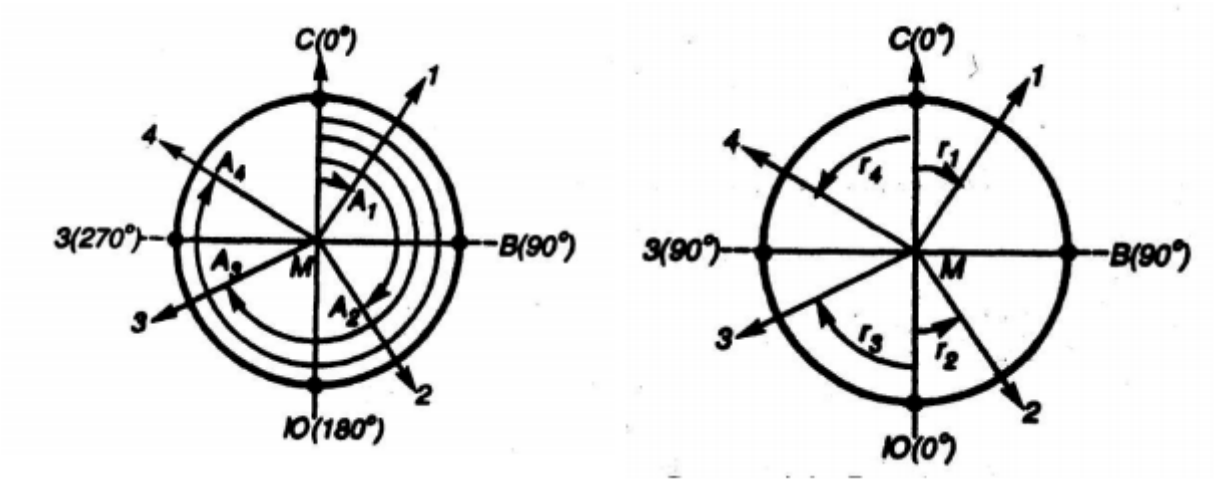

Рисунок 15. Азимуты и румбы направлений в разных четвертях
***Румбом*** ($r_1$, $r_2$, $r_3$, $r_4$) называют острый горизонтальный угол, отсчитываемый от ближайшего направления меридиана (северного или южного) до данной линии (Рисунок15). Румбы, как и азимуты, могут быть истинными и магнитными. Существует связь между азимутами и румбами (Таблица 3).